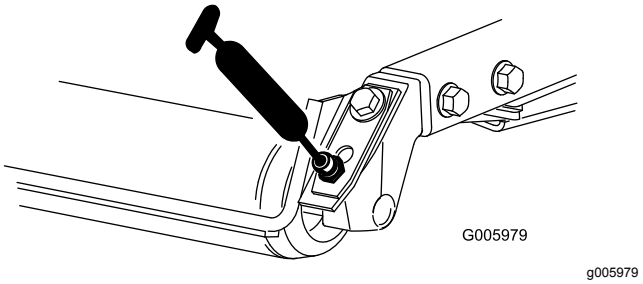

Figur 48
- Bakre valselagre (2 per klippeenhet) (Figur 48)